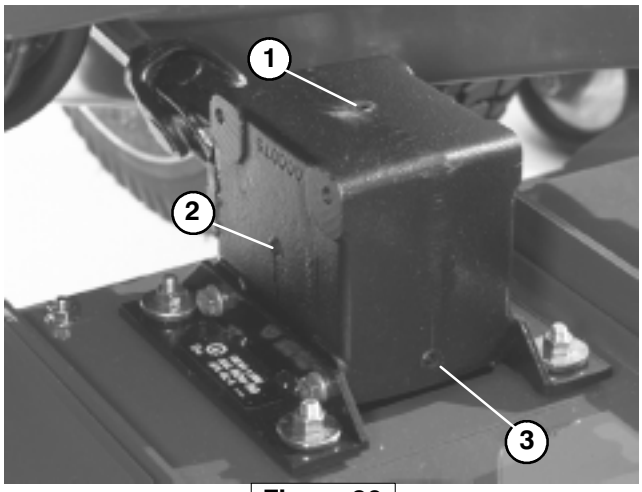

Figure 20
2. Lower cutting unit so castor wheels are on a level surface. Be sure all height–of–cut pins are in the same hole locations. Remove check plug (Fig. 20) from side of gear box and check level of lubricant. If level of lubricant is low, remove fill plug on top of gear box and add SAE 80–90 wt. gear lube until level is up to bottom of check hole.